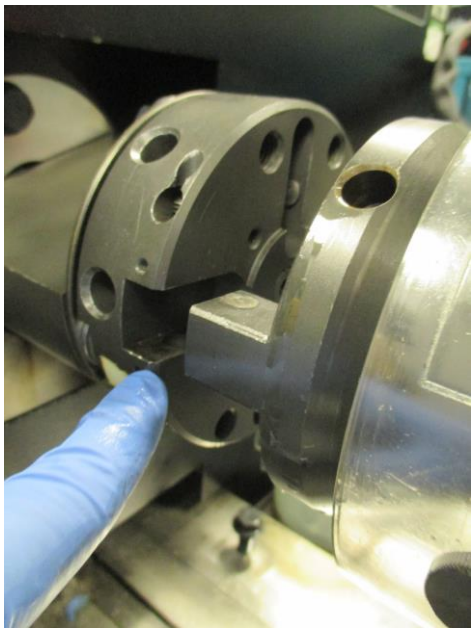

Рисунок 2.6 Соединение муфт привода
1. Проведите кулачковый механизм в сборе вдоль испытательного стенда машины, поставьте поводки привода по горизонтали, поверните муфту привода машины так, чтобы она выровнялась с муфтой кулачкового механизма, после чего вставьте их друг в друга. См. Рисунок 2.6.